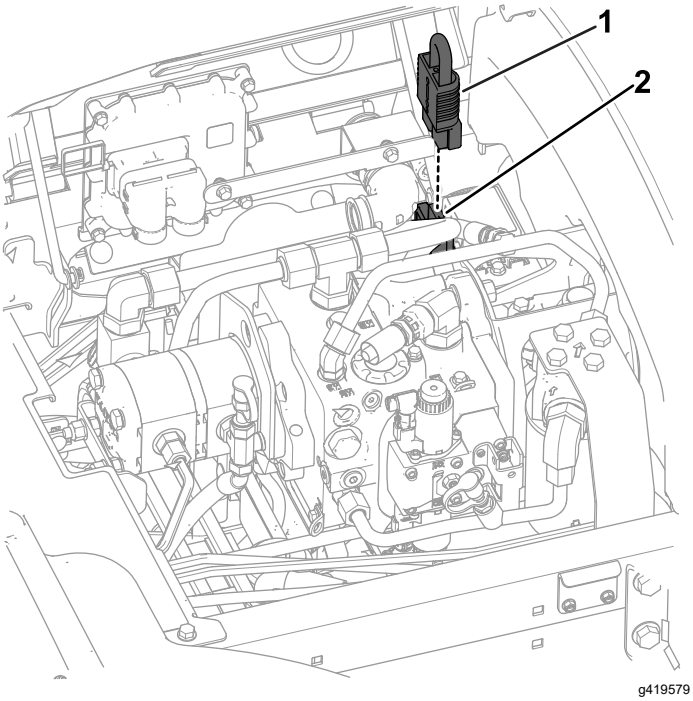

**Figuur 5**
4. Maak de onderbrekingskabel los van het 48 VDC-accusysteem (Figuur 5).